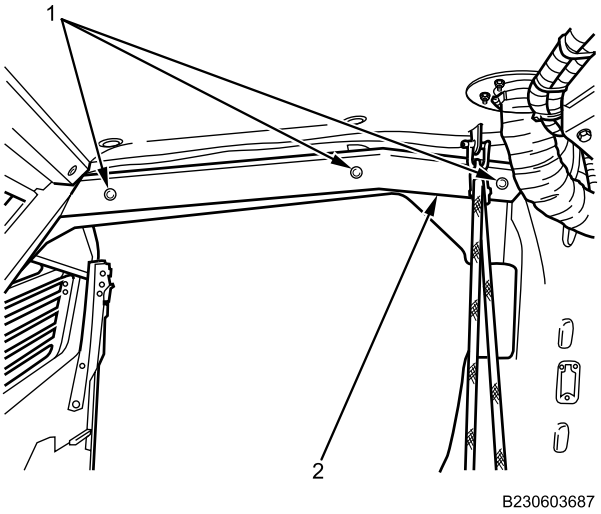

Figure 7. Right Front Door Molding.
7. Remove three fasteners (Figure 7, Item 1), and right front door molding (Figure 7, Item 2). Discard fasteners.